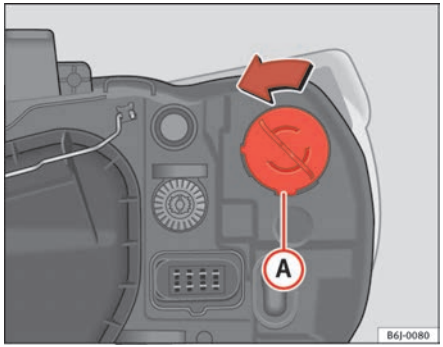

Fig. 138 Single indicator lamp
– Rotate the bulb holder ⇒ fig. 138 (A) to the left and pull.